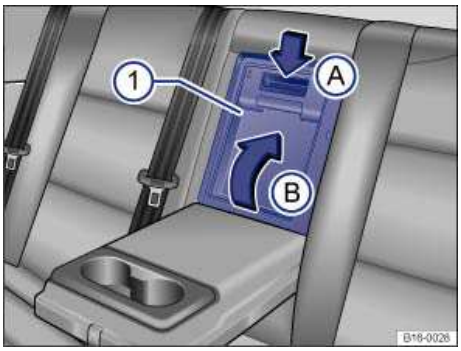

Fig. 85 In the rear backrest: Opening luggage compartment pass-through.
- Push down the release button ⇒ fig. 85 (A) and fold the pass-through cover (1) down into the luggage compartment (B).